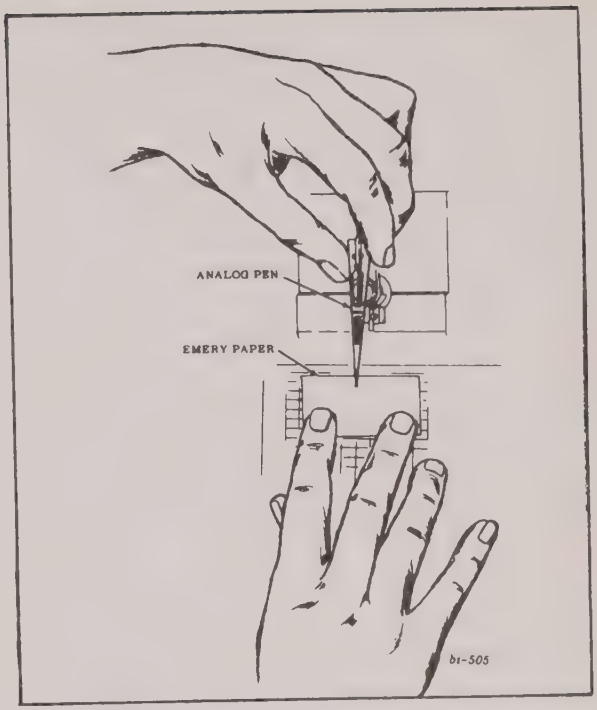

FIGURE 6-10 LAPPING ANALOG PEN
3. Hold emery paper with one hand and place index finger of other hand at one side of writing pen. (Fig. 6-10)